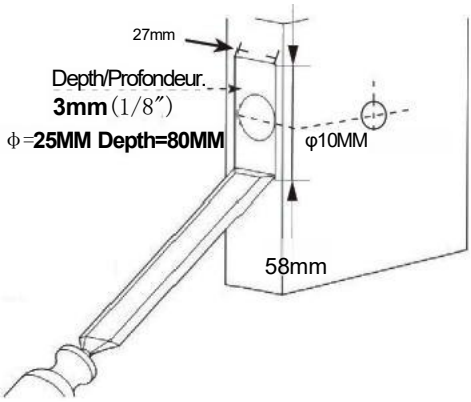

FIG2
1)Mark a center point on the "Latch Center Line".(as Fig 2)